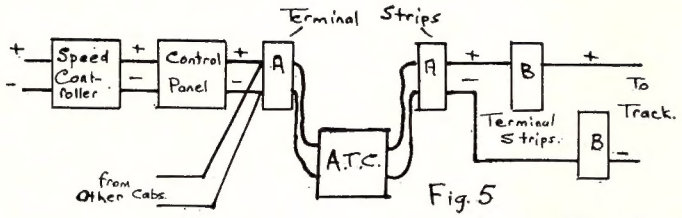

Fig. 5
To allow for flexible application of the control panel, a number of terminal strips are used. The most useful types fall into two (2) categories: pin strips— 2 x 20 or 3 x 20; and flat screw-type with up to 20 individual terminals on each strip. Figure 5 is a basic diagram showing the wiring order of the different terminal strips, allowing for automatic control if required at a later date, and also location for connection of other cabs if required. Figure 6 shows the actual connections to the terminal strips. Note that pin strips are used for the 'A' strip, and screw terminals are used for the 'B' strip. As well as making it relatively easy to adapt the control panel to suit the method of wiring, the screw terminals on the 'B' strip make fault finding (we hope it is never necessary) easier and quicker.